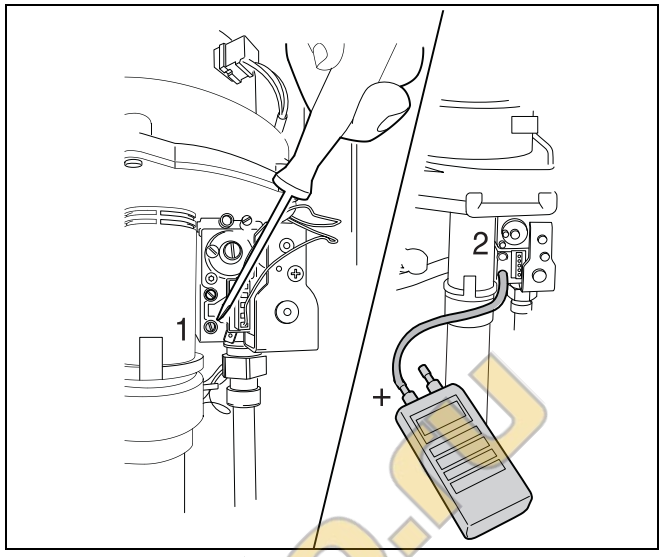

Рис. 29 Измерение входного давления газа
- Немного ослабьте уплотнительный винт в ниппеле измерения входного давления и подсоедините длинную трубку (→ рис. 29).
- Отверните на два оборота винт в самом нижнем ниппеле (измерения входного давления) (→ рис. 29, [1]).
- Наденьте трубку от манометра на ниппель измерения входного давления (→ рис. 29, [2]).